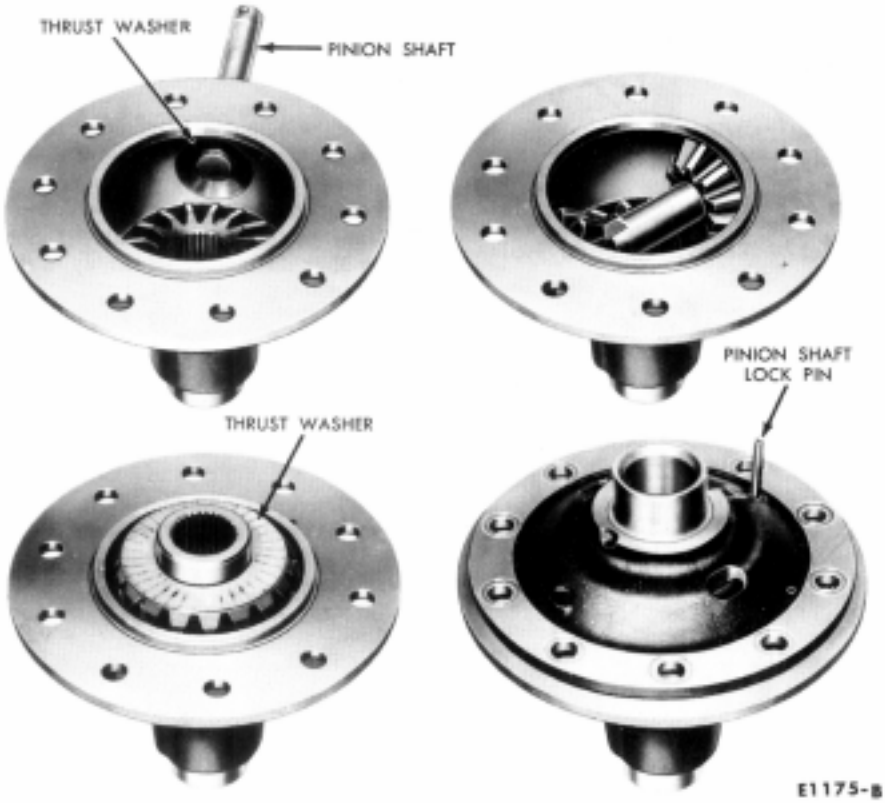

FIG. 14 Assembly of Differential Case
8. Remove the gears and thrust washers (Fig. 14).
1. Place a side gear and thrust washer in the differential case bore (Fig. 14). **Lubricate all differential parts liberally with axle lubricant during assembly.**
4. Place the other side gear and thrust washer in position (Fig. 14), and install the cover on the differential case. Install the pinion shaft lock pin. A pinion or axle shaft spline can be inserted in the side gear spline to check for free rotation of the differential gears.
5. Insert two 7/16 (NF) bolts two inches long through the differential case flange, and thread them three or four turns into the ring gear as a guide in aligning the ring gear bolt holes. Press or tap the ring gear into position.